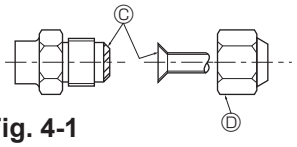

Fig. 4-1
Ⓐ (Fig. 4-1)
Ⓑ (Fig. 4-1)
4.2. Collegamento dei tubi (Fig. 4-1)